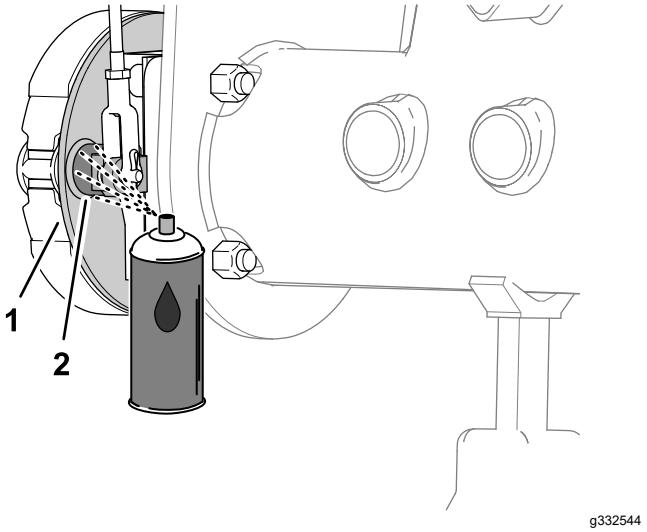
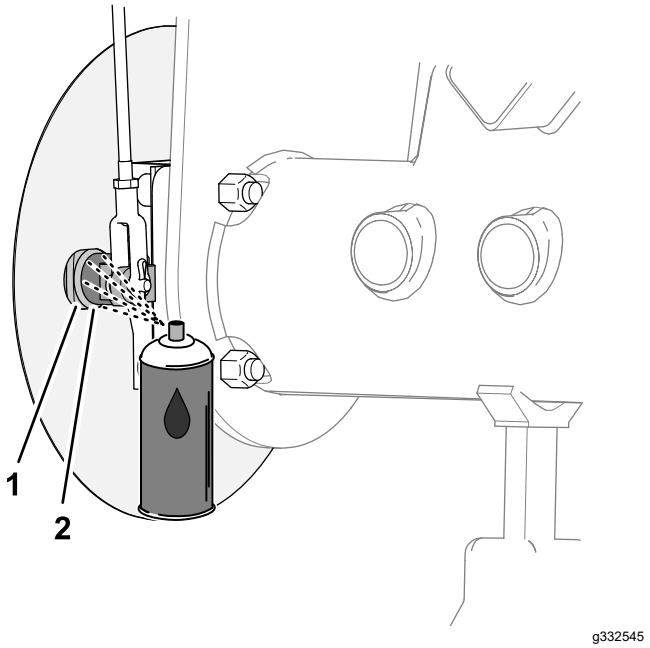

Figuur 79
Figuur 80
1. Spuit aan de binnenkant van de remsteunplaat (machines zonder het optionele grasscherm aan de velgen) of het wielscherm (machines met het optionele grasscherm aan de velgen) kruipolie tussen de as van de remnok en de steunplaat (Figuur 79 of Figuur 80).